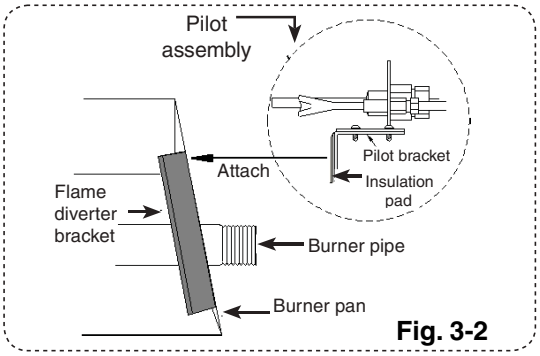

Fig. 3-2
B. Place flame diverter bracket over the side edge of the burner pan where the Peterson safety control system pilot bracket will be attached. Bracket should be placed approximately 1 1/4" from the back of burner pan (Fig. 3-2, 3-3, & 3-4).